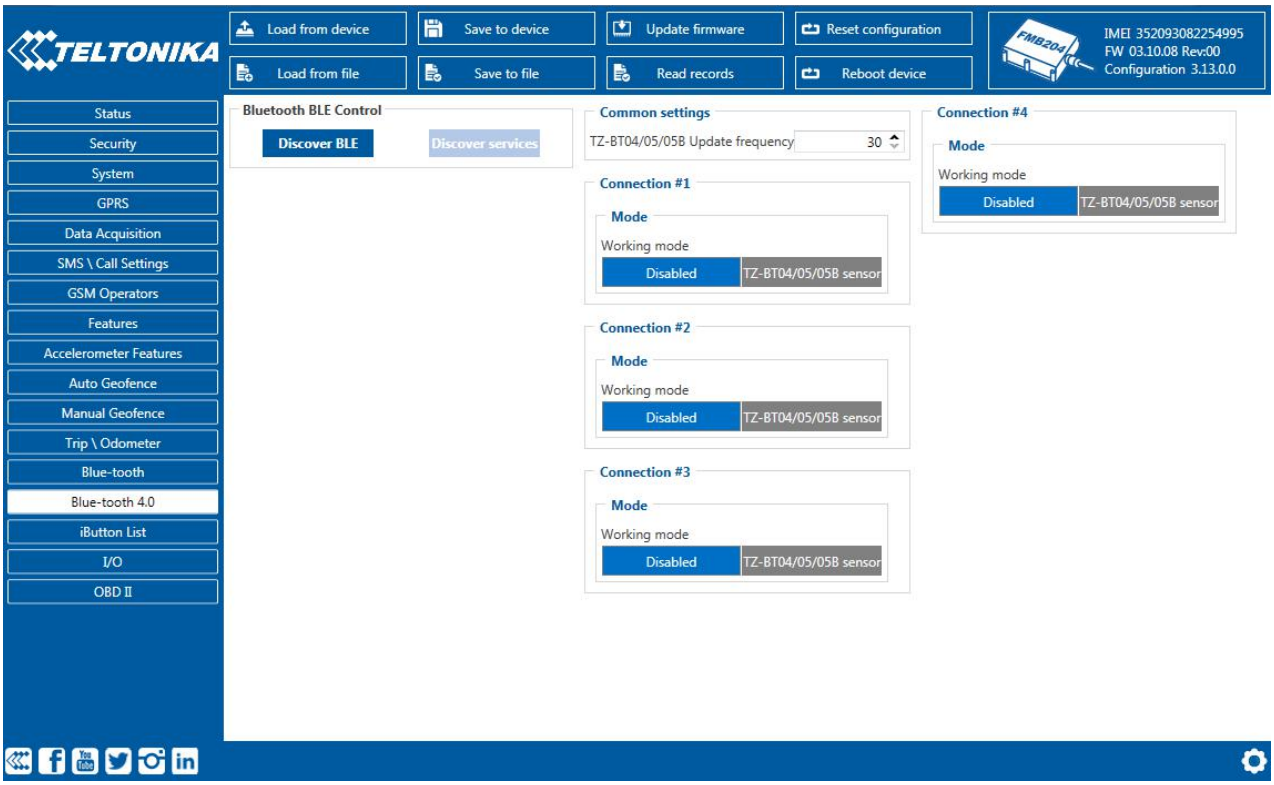

Figure 38 1- blue-tooth 4.0 settings; 2 - Enable blue-tooth mode; 3 - blue-tooth ID (MAC);
- When device configuration is loaded press „**blue-tooth 4.0**“ settings (**Figure 38** 1 position).
- Change BTLE Radio mode by pressing „**TZ-BT04/05 sensor**“ (**Figure 38** 2 position**)**. “**ID**” (**Figure 38** 3 position) is the sensor’s MAC address that you want to connect.